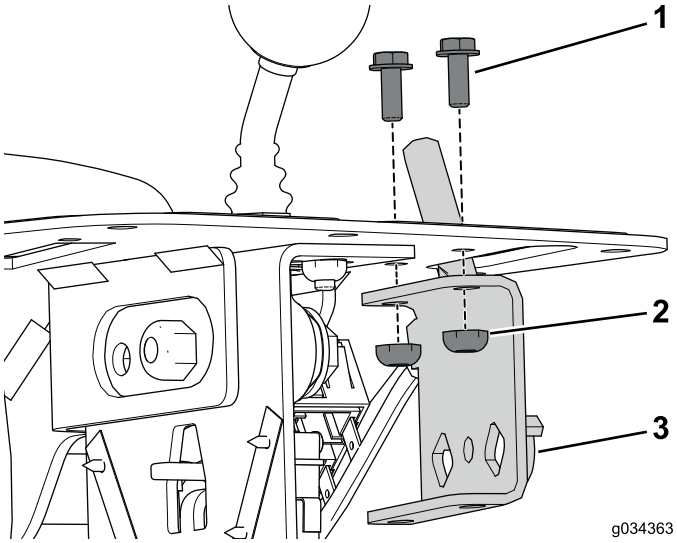

图3
2. 卸下并丢弃将油门总成固定至控制台总成的 2 个螺栓和锁紧螺母（图3） 。